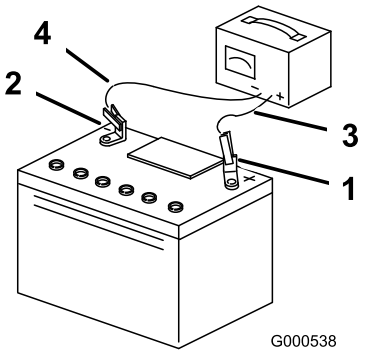

Figur 47
3. När batteriet är fulladdat ska laddaren kopplas bort från eluttaget först, och sedan ska laddningskablarna lossas från batteripolerna (Figur 47).